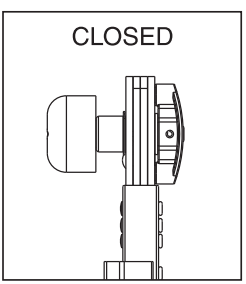

Figure 1
1) With the center hinges in the closed position (See Figure 1) push the push knobs with the palm of your hand directly into the center of the ladder, they will stay in the open position.